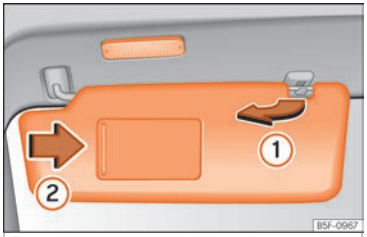

Fig. 116 Sun visor
- The sun visor can be pulled out of its mounting and turned towards the door ››› Fig. 116 ①.